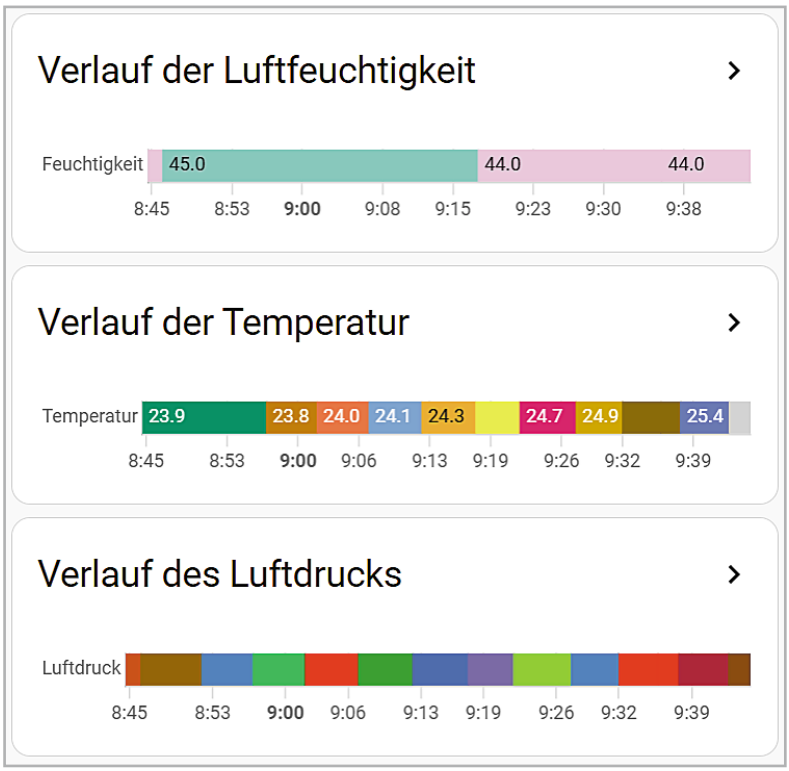

Bild 8: Darstellung der Messwert-Historie ohne Messeinheit
Die Homematic(IP) Local Integration ermöglicht zwar den Zugriff auf die ELV-SH-BM-S, jedoch ist die Visualisierung der Historie der einzelnen Messwerte nur eingeschränkt in Form von Balken mit unterschiedlichen Farben und Werten möglich (Bild 8).